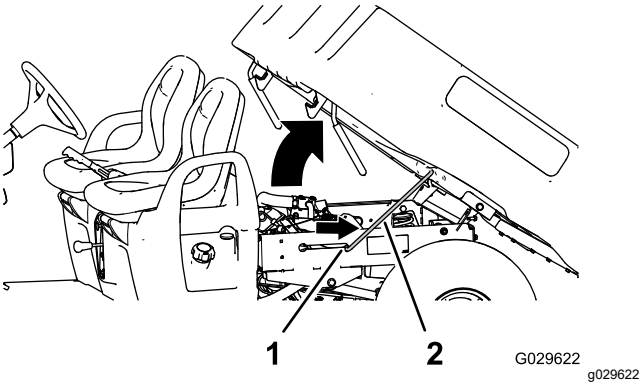

Figuur 14
2. Zet de steunstang in de borgsleuf om de laadbak vast te zetten (Figuur 14).
2. Neem de steunstang uit de palopening (Figuur 14).
3. Laat de bak neer tot hij stevig vergrendeld is (Figuur 14).